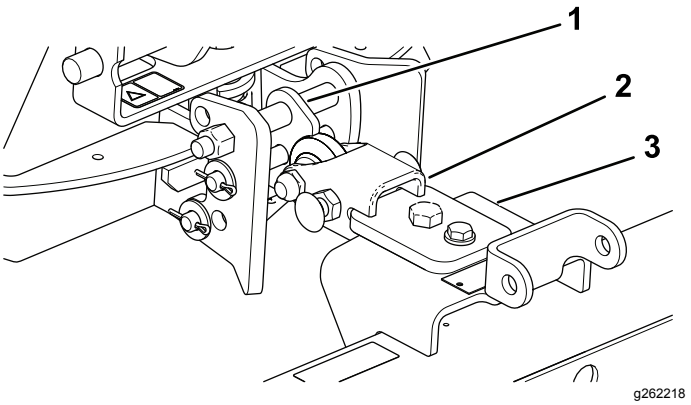

Figur 15
1. Monter bugsertræksamlingen, så den vinklede side er øverst (Figur 15).
2. Monter trækstangen på oversiden af hængesamlingen (Figur 15).